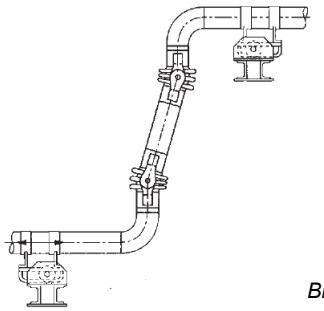

Bild 13
- Beim Einbau von Angular- und Kardankompensatoren (Bild 13), die Dehnungen seitlich nur in einer Ebene aufnehmen können, auf Übereinstimmung zwischen Richtung der Rohrdehnung und Bewegungsmöglichkeit der Kompensatoren (senkrecht zur Bolzenachse) achten. Die nominale angulare Dehnungsaufnahme ist den Techn. Datenblättern zu entnehmen. Angularkompensatoren stellen keine besonderen Ansprüche an die Führungslager. Bei kurzschenkligen Maschinenhausleitungen erübrigen sich Führungslager.